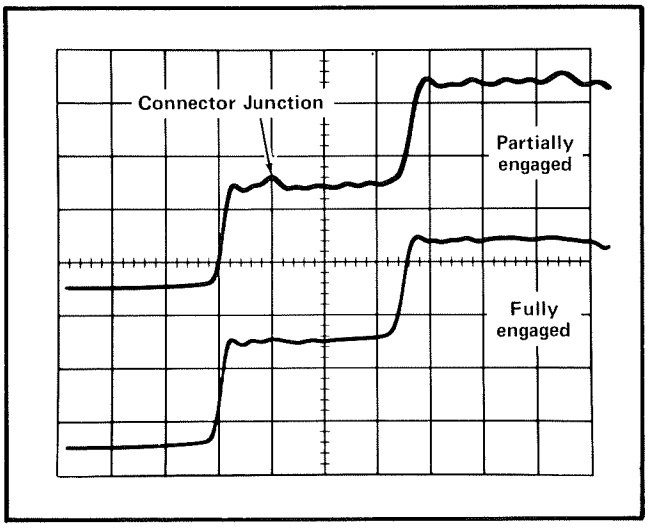

Fig. 2-9. TEST LINE connector junction location obtained by partially engaging the line to the connector.
The 1 ns semi-rigid coaxial line (Tektronix Part No. 015-1023-00) should be used when making time or distance measurements because S-6 and S-52 waveform discontinuities are in the first 2.0 ns. The junction of the transmission line and the sampling head connector is found by partially disconnecting the line under test from the sampling head connector to produce an inductive discontinuity (see Fig. 2-9) at the junction. Adjust the FINE control to place the discontinuity, a bump, at a convenient reference point for the measurement and then fully reconnect the transmission line.
5. Produce an inductive discontinuity at the cable connector by partially disengaging the cable connector from the 1 ns coaxial line connector. Adjust the FINE control to position the discontinuity (a bump on the displayed waveform) at a convenient reference line and then fully engate the connector. See Fig. 2-9 which illustrates this discontinuity.